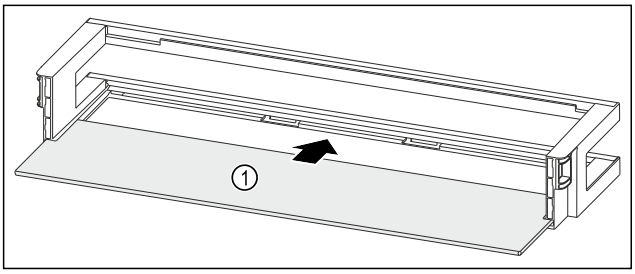

Fig. 98 Raft montat pe ușă cu raft
▶ Împingeți în interior raftul *Fig. 98 (1)* în degajările laterale.